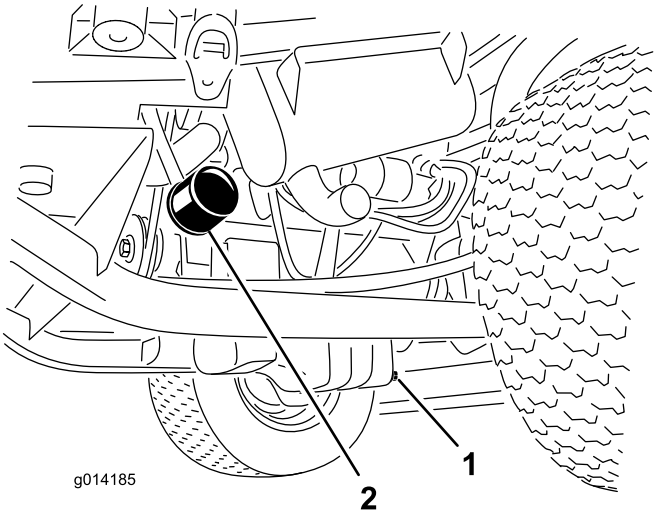

**Figur 45**
1. Fjern aftapningsproppen (Figur 45), og lad olien flyde over i aftapningsbeholderen.
3. Fjern oliefilteret (Figur 45).